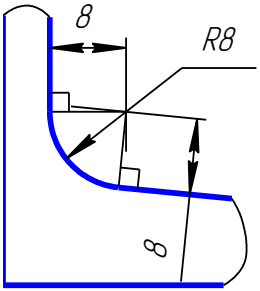

Рисунок 3.27 – Построение сопряжения между линией уклона и вертикальной линией стойки
4. Дуга радиусом 8 – это сопряжение между линией уклона и вертикальной линией стойки (рисунок 3.27).